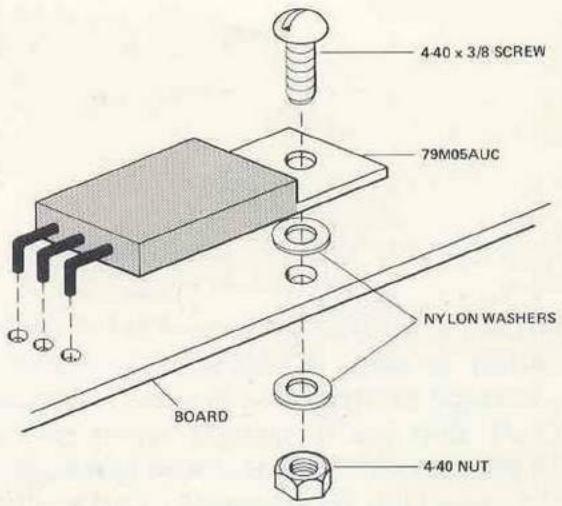

Figure 2-11. Voltage Regulator (VR1) Installation.
- ☐ Referring to Figure 2-11, fasten the regulator to the board with a 4-40 x 3/8 screw, 2 #4 nylon washers, and a 4-40 nut.